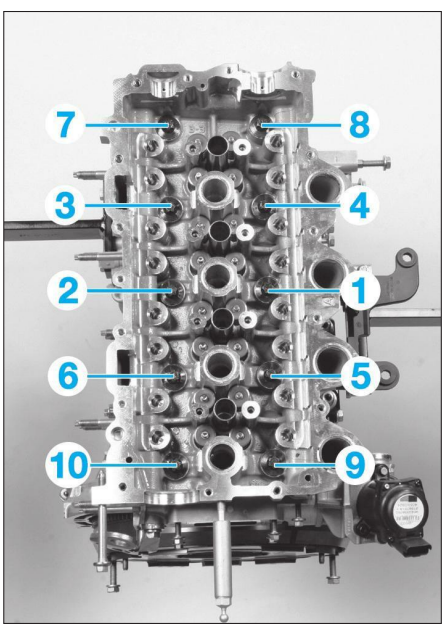

**Fig. 82**
• Mettre en place la culasse sur le bloc-cylindres puis serrer dans l'ordre indiqué **(Fig.82)** les vis aux couples prescrits :